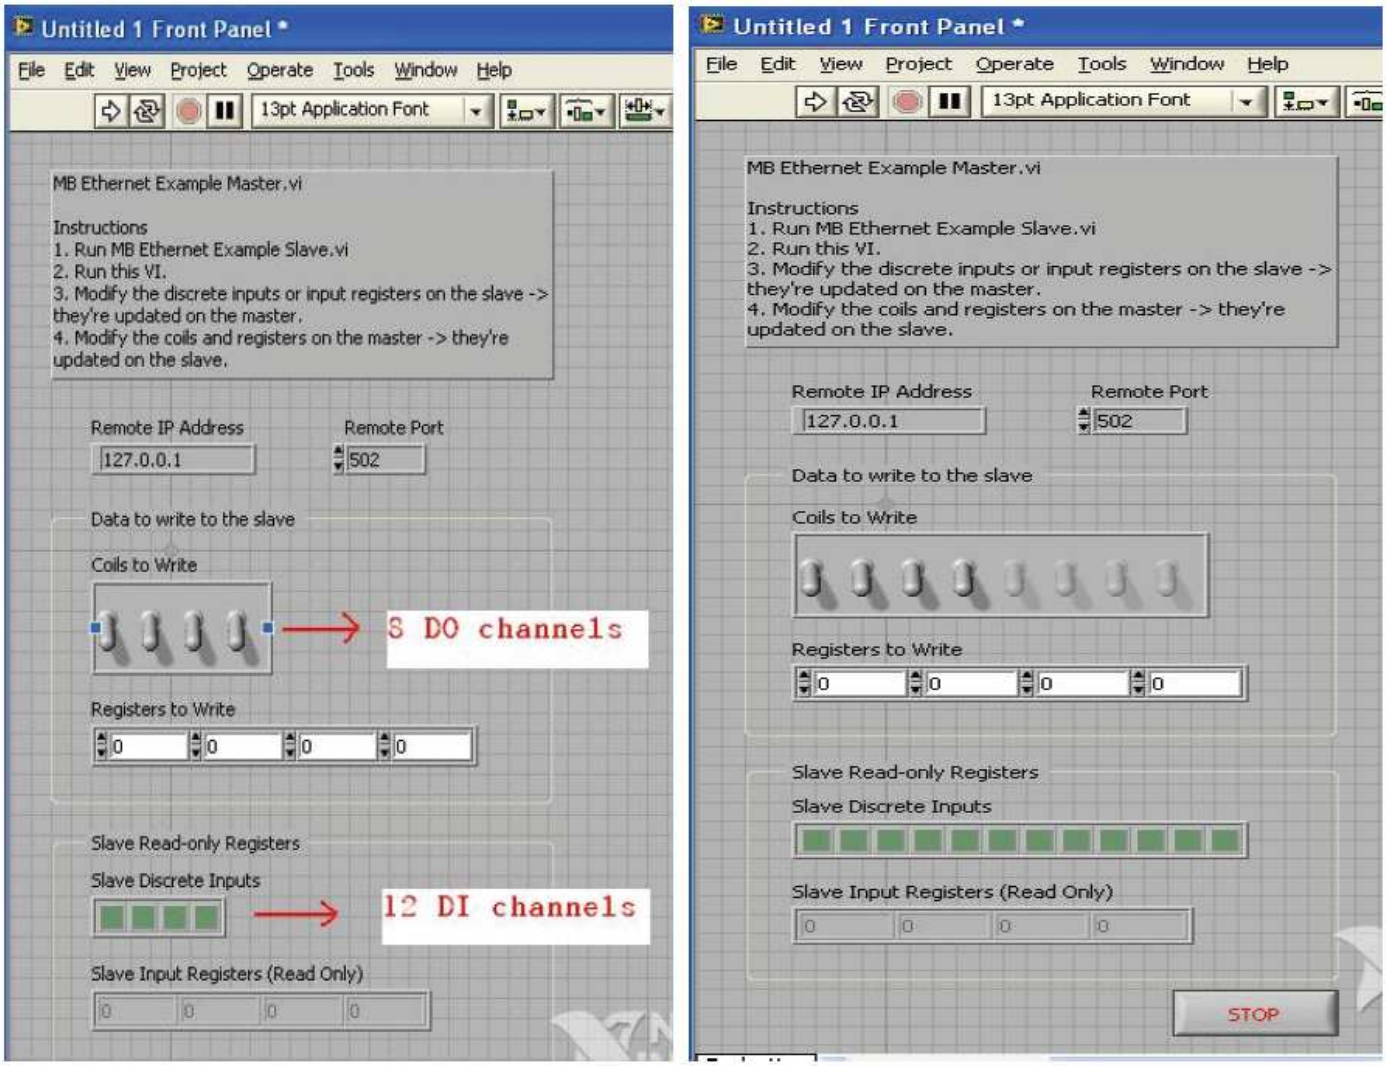

*Рис.8*
2.6 У модуля ioLogik E2210 8 каналов вывода и 12 каналов ввода. Сначала на графической панели будут отражаться не все каналы. Для того, чтобы визуализировать все каналы ввода/вывода (DI/DO), расширьте разделы **Coils to Write** и **Slave Discrete Inputs** до тех пор, пока не будет отражено необходимое количество каналов (Рис.8)